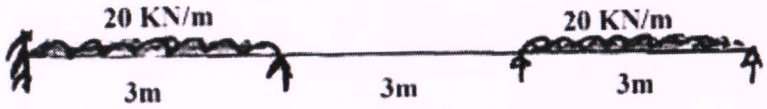

Fig . 3
Q.4 Analyse (using any known method) the continuous beam as in Fig 3; and sketch the resulting SFD and BMD.